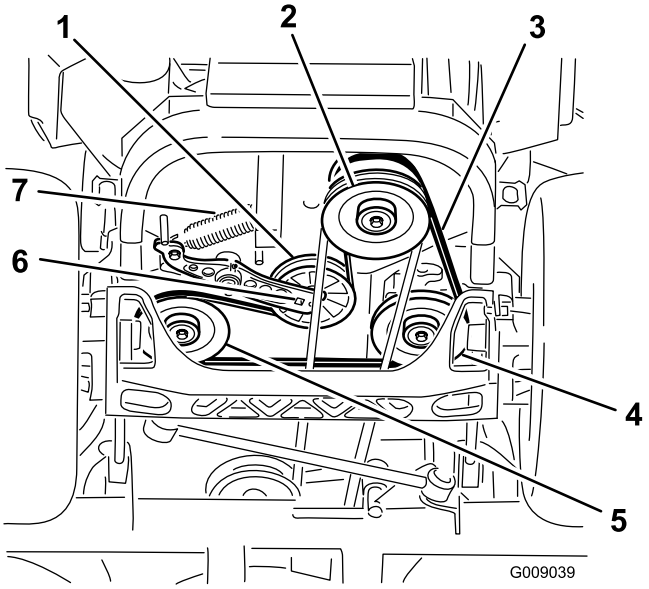

**Figur 76**
4. Løft maskinen, og understøt den med donkrafte (Figur 76).
5. Brug en skralde i det firkantede hul i styrearmen for at fjerne styrefjederen (Figur 76).
6. Tag styrefjederen af stellet (Figur 76).
9. Brug en skralde i det firkantede hul i styrearmen for at montere styrefjederen på stellet (Figur 76).